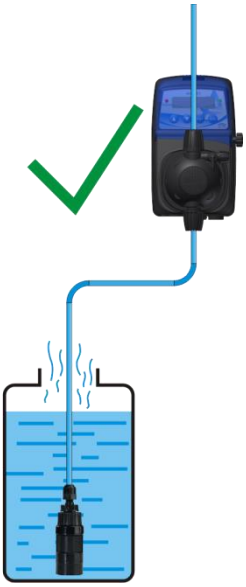

Figure 3
• For chemicals that emit aggressive fumes, do not install the pump on top of the tank unless the tank is hermetically sealed (Figure 3).